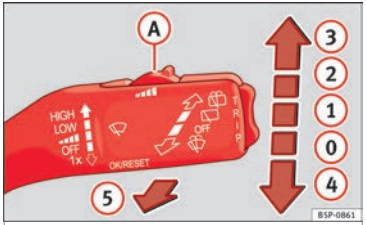

Fig. 69 Windscreen wiper lever.
The windscreen wiper lever ››› Fig. 69 has the following positions:
- If the vehicle stops when wiper speed (2) ››› Fig. 69 or (3) is selected, the next speed down will be selected automatically. The set speed will be resumed when the vehicle pulls away.